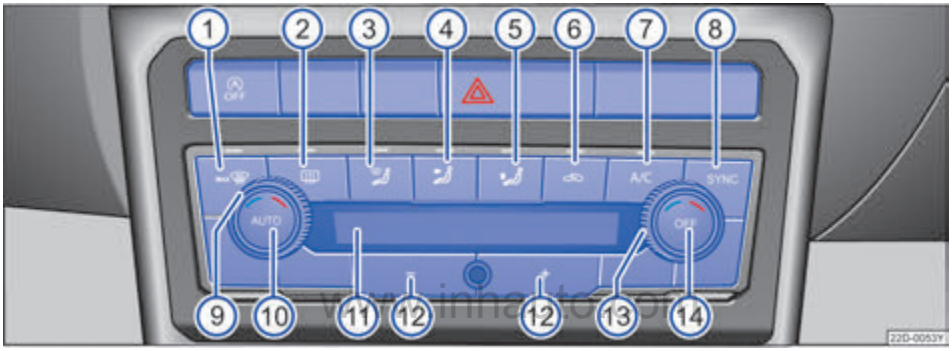

图 87 中控台上：自动空调的操作元件
– 转动温度调节开关 ⑨ 或 ⑬→ 图 87，即可设定驾驶员侧或前排乘员侧的温度并通过 ⑪ 显示设定的温度。
– 按压按钮 ① 至 ⑧ 之间的某个按钮即可启动相应功能。开启某项功能后按钮内的指示灯随之亮起，再按一下该按钮，该功能即被关闭。
– 按压③至⑤中的某个按钮→ 图 87，或者按压鼓风机挡位调节开关⑫ 即可关闭自动运行模式。按钮AUTO中的指示灯随即熄灭。
– 按压按钮 → 图 87⑥，即可打开空气内循环模式。按钮上的指示灯随即亮起。
在空气内循环模式下，如果制冷装置已关闭，则不会对吸入的空气除湿。为了避免挡风玻璃上产生水雾，建议按下按钮 A/C → 图 87⑦，打开制冷装置。按钮中的指示灯随即亮起。